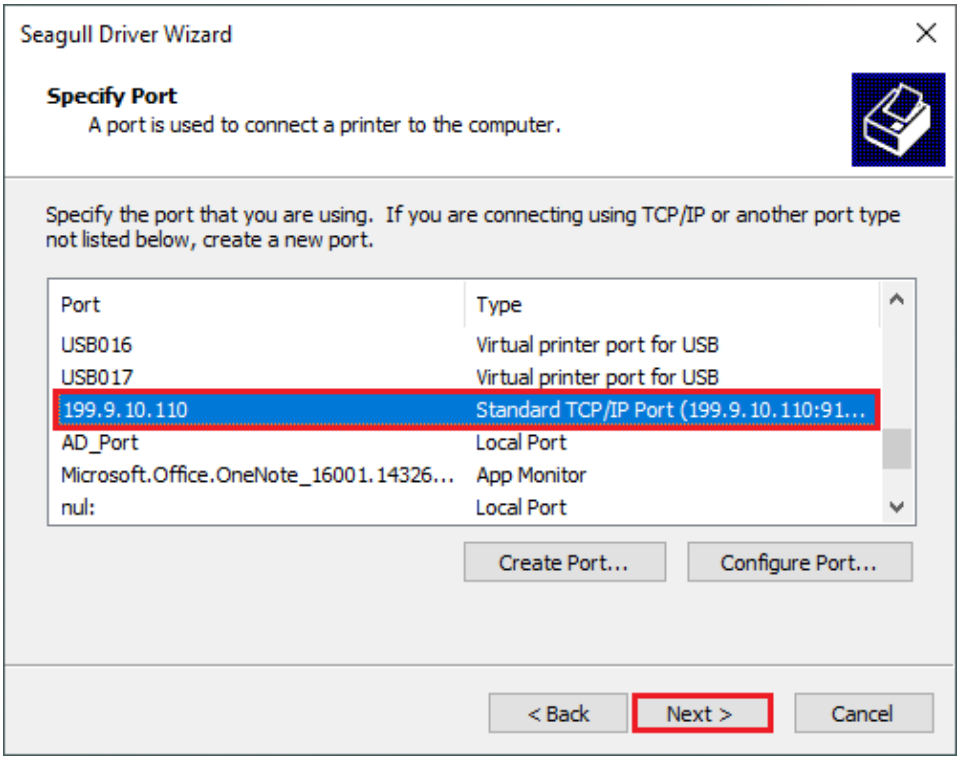

Figure 2-40 Specify Port Screen
9. Return to the "Specify Port" screen, select the TCP/IP Port that has been added, and click "Next", as shown in Figure 2-40.